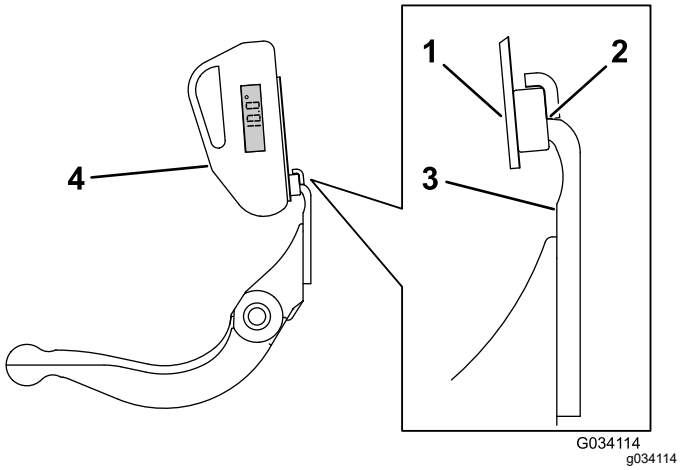

图 28
3. 将角度指示器底座放在底刀边缘上以使磁体边缘与底刀边缘紧密配合图 28。
4. 如 图 28所示将角度指示器放置到底座上。